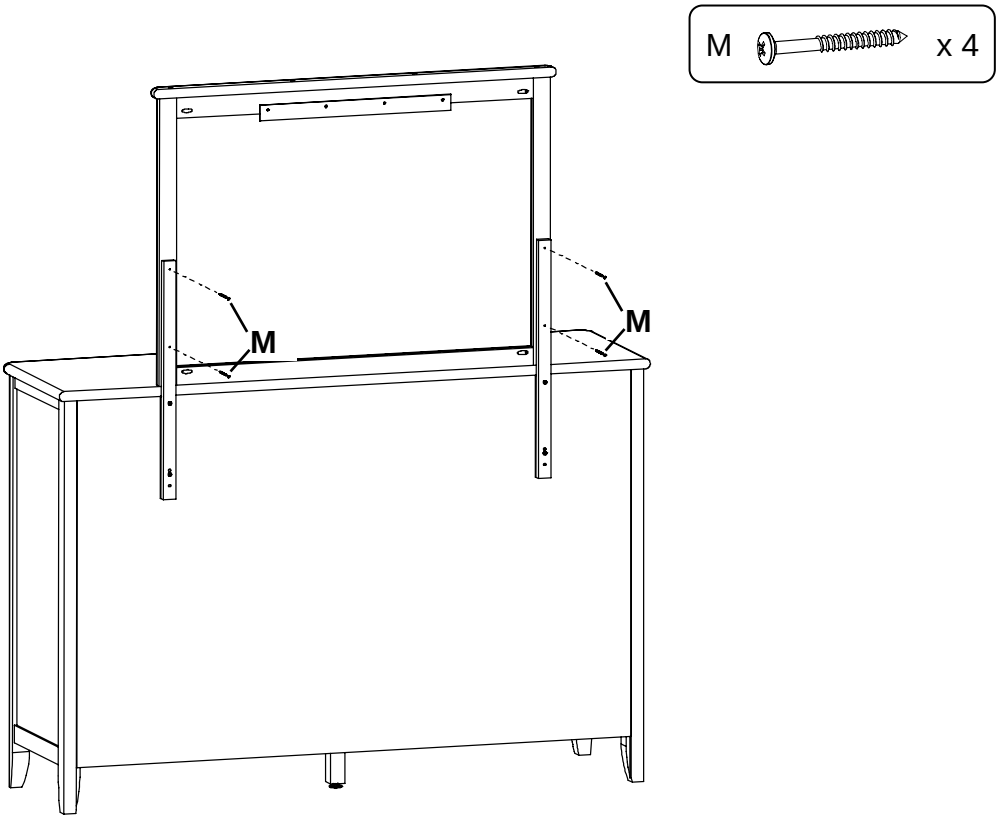

Fig. 6
6. Place the Mirror on top of the Dresser and attach it to the Mirror Supports (K) with four #7 x 1-1/2" Black Pan Head Screws (M). See Figure 6.